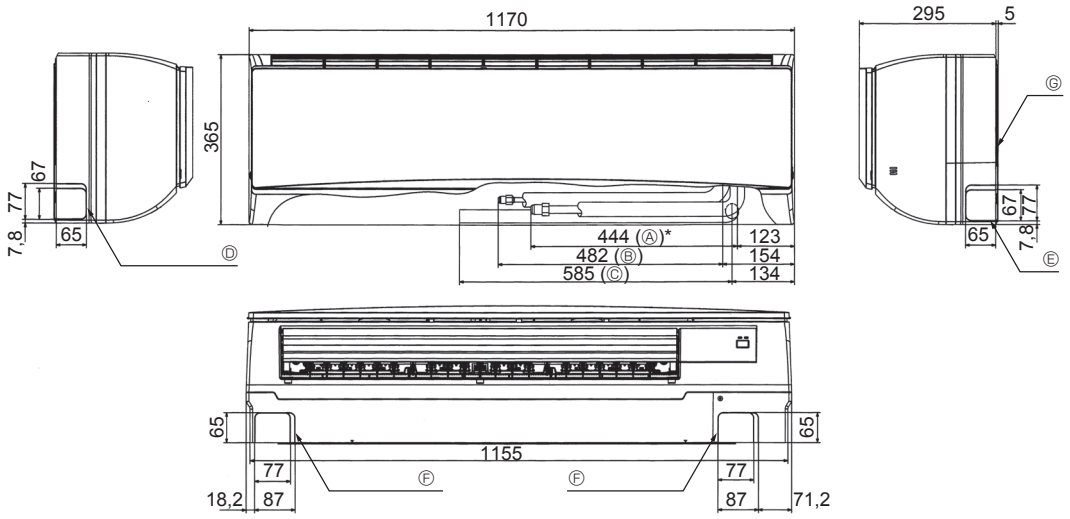

Fig. 4-3
4.4. Plassering av kjølemiddel- og avløpsrør (Fig. 4-3)